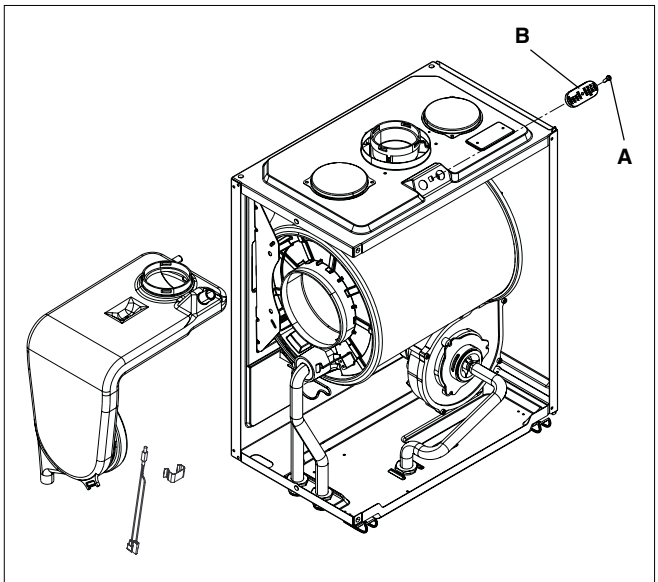

fig. 35
6.20 FLUE COLLECTOR REMOVAL (fig. 35)
Isolate the appliance from the electrical supply and remove the appliance casing as described in 4.7.1. Set the flue gas analyser to read CO_2 and insert the probe into the flue analysis test point (**A, B** fig. 35). Restore the electrical supply to the boiler and switch the boiler to the OFF mode. To adjust the gas valve you must first ensure that the fan speed potentiometers (trimmers) have been set correctly (see 7.3).